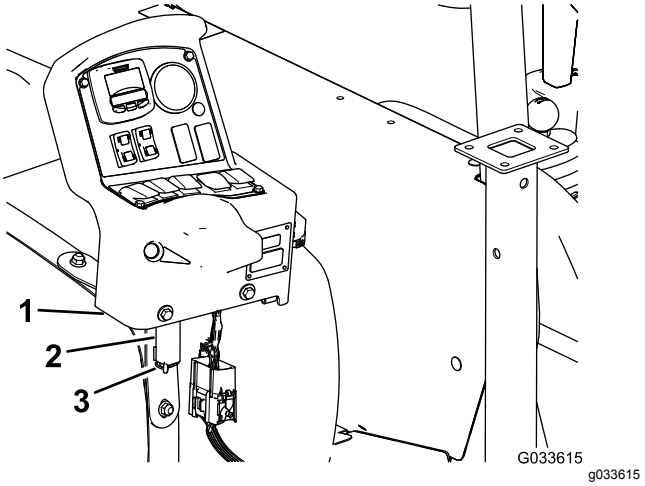

Figur 129
7. Fjern konsollen fra konsolmonteringsbeslaget ved maskinens instrumentbræt, og ret drejetappen på kontrolkonsollen ind efter opbevaringsbeslaget på den forreste tankrem (Figur 129). Se Montering af kontrolkonsollen på maskinen (side 25).
8. Sæt konsollen på beslaget, og fastgør drejetappen til beslaget med låseclipsen (Figur 129).